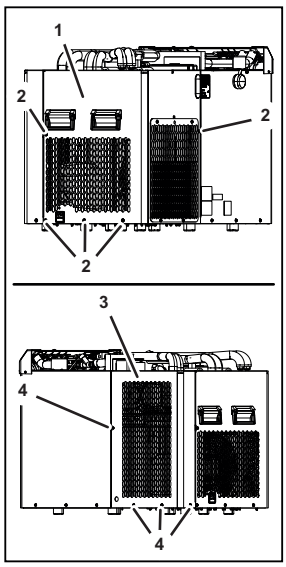

Fig. 27
1. Remove the fastening bolts (Fig. 27/2) from the sheet casing (Fig. 27/1).
2. Lift off the sheet casing (Fig. 27/1).
3. Remove the fastening bolts (Fig. 27/4) from the sheet casing (Fig. 27/3).
4. Lift off the sheet casing (Fig. 27/3).
5. Position the new sheet casing (Fig. 27/3) on the unit.
6. Attach the sheet casing (Fig. 27/3) using the fastening bolts (Fig. 27/4).
7. Position the new sheet casing (Fig. 27/1) on the unit.
8. Attach the sheet casing (Fig. 27/1) using the fastening bolts (Fig. 27/2).